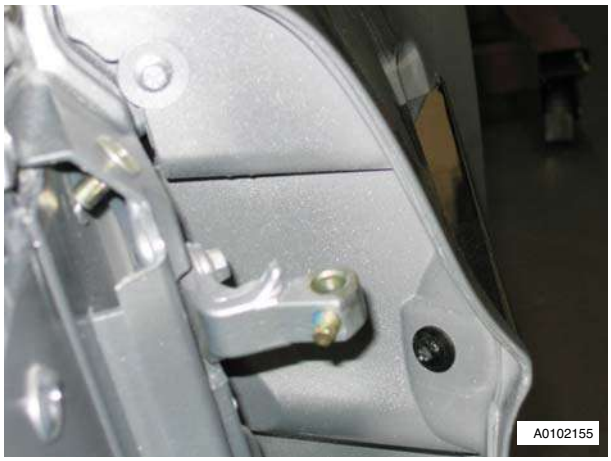

Figure 3
5. Remove bolt and spacer (A-post top) (see Figure 3).